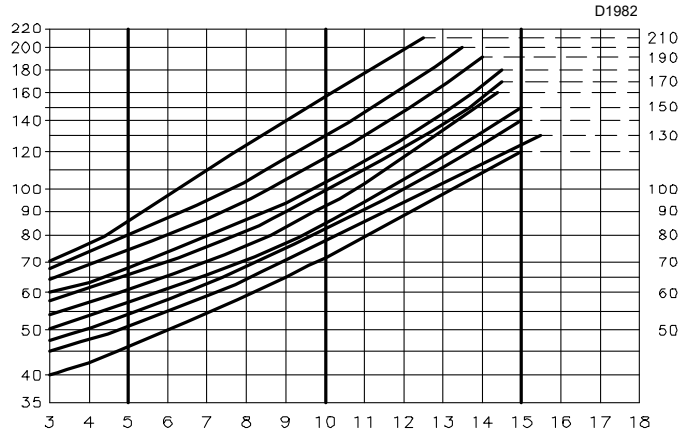
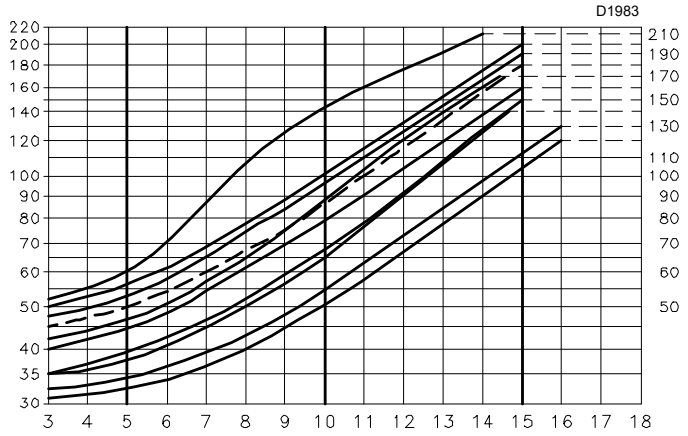

Fig. 17
Fig. 18
- Bergonzo type A3 - angle 45° (Fig. 17)
- Bergonzo type A4 - angle 45° (Fig. 18)
Si l'on souhaite obtenir un débit intermédiaire entre les deux valeurs indiquées dans le schéma (Fig. 17 et Fig. 18), choisir le gicleur à débit supérieur.